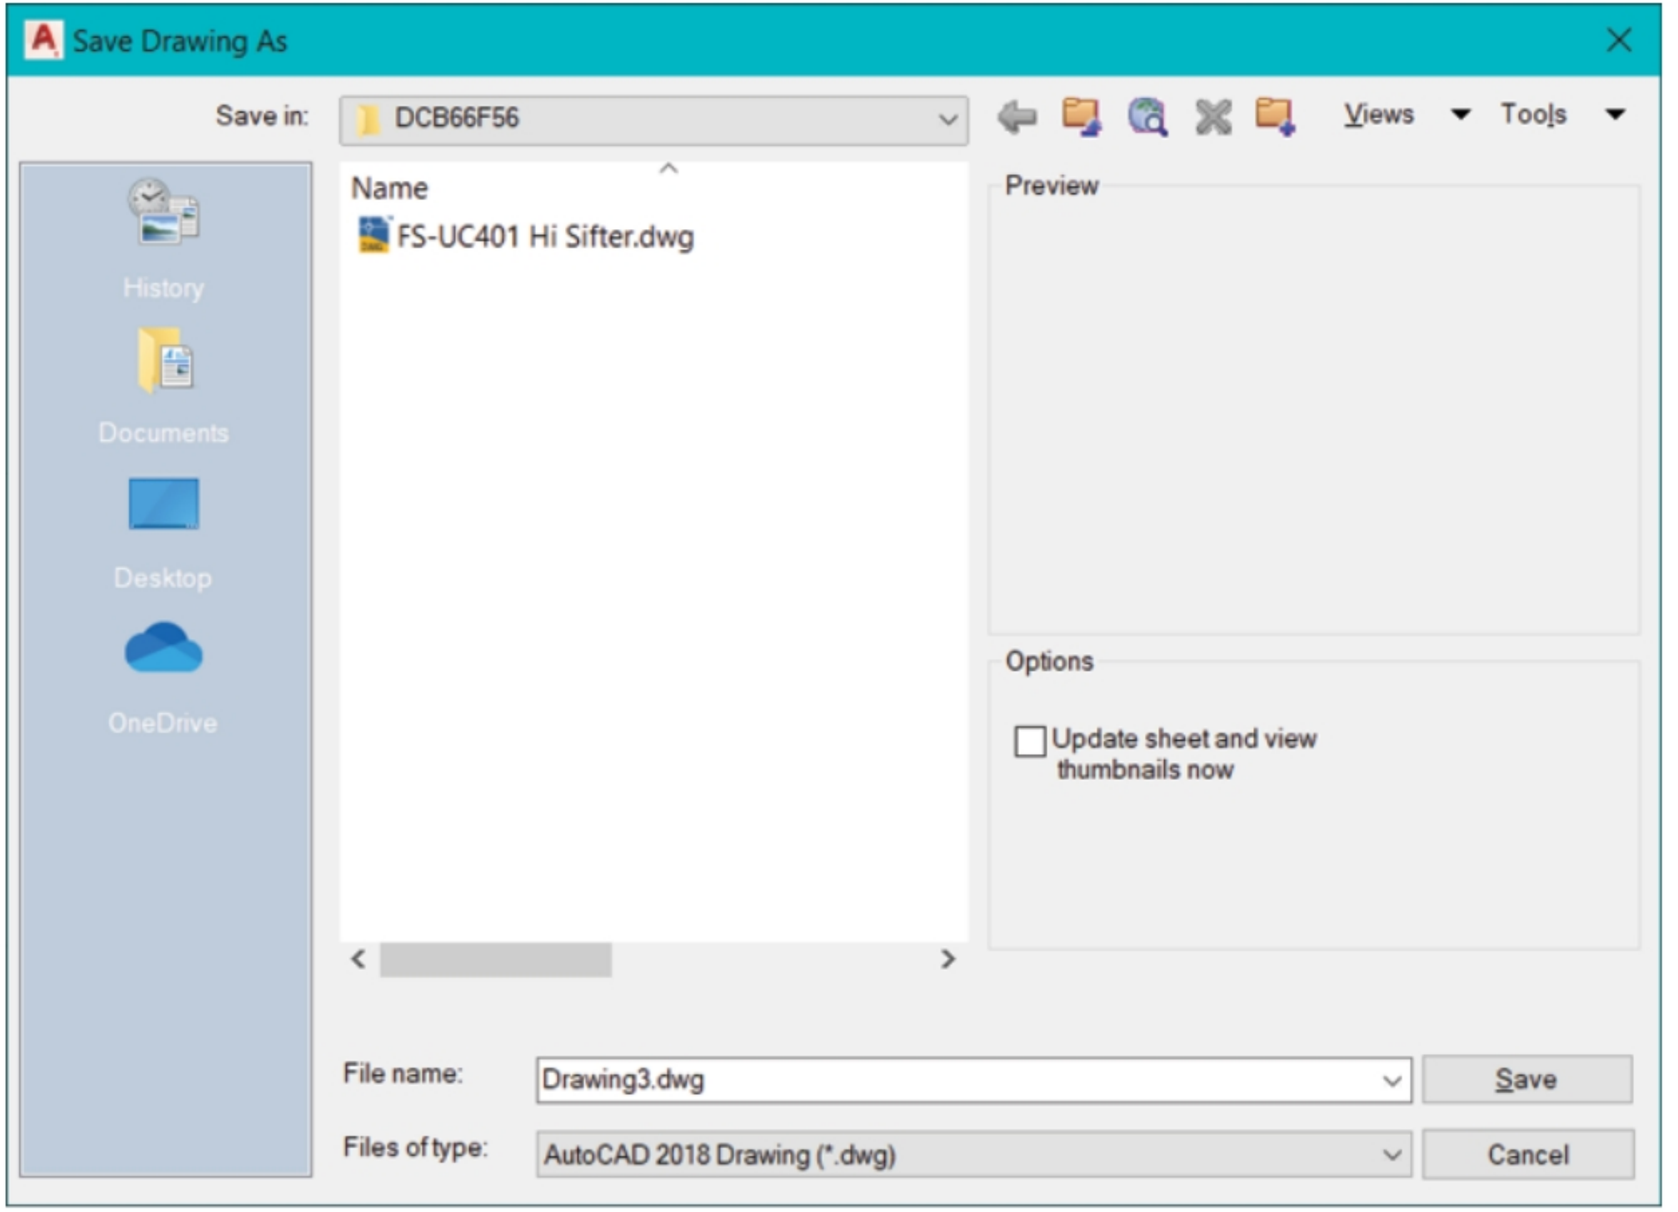

Figure-41. Save Drawing As dialog box
- Click on the **Save** option from the **Application** menu. The **Save Drawing As** dialog box will be displayed if you are saving the file for the first time, refer to Figure-41.